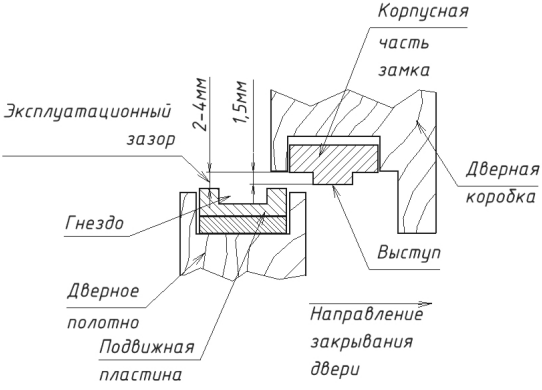

Рисунок 10
2.7 Эксплуатационный зазор между рабочими поверхностями корпусной и якорной частей от 2 до 4 мм (рисунок 10).
6.8 Допустимый эксплуатационный ЗАЗОР между рабочими поверхностями якорной и корпусной частей после окончательного монтажа замка должен быть в пределах от 2 до 4 мм (рисунок 10).